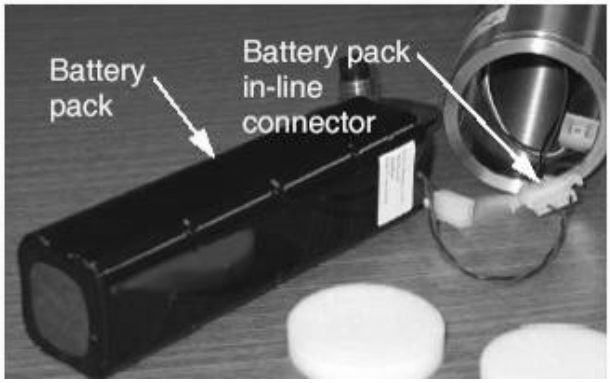

**Figure 6: Removing the Battery**
5. Remove the battery pack and another foam pad as shown in Figure 6. Disconnect the battery pack in-line connector. Next remove the Sensor End cap by loosening the band clamp and gently pull the electronics out of the housing.